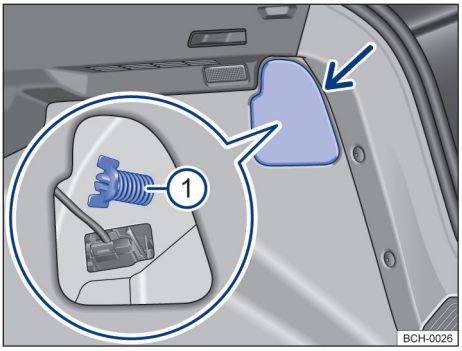

Fig. 161 No compartimento de bagagem: desinstalar cobertura e retirar o parafuso borboleta ① (lupa).
① Observar a lista de controle e executar as ações → Página 209.
② Abrir a tampa traseira → Página 74.
③ Para abrir a cobertura da lanterna, girar a trava → Fig. 161 (seta). ▶
18. Segurar a lanterna traseira na posição de montagem com uma das mãos e aparafusar com a outra o parafuso borboleta → Fig. 161 1.